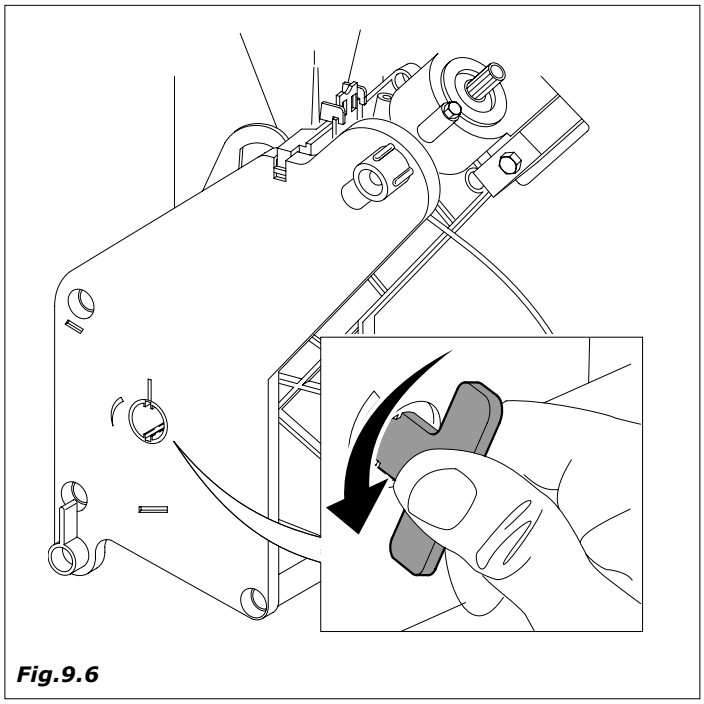

Fig.9.6
– limpar os residuos de pó de café do grupo, è possível extrair o grupo café para facilitar o trabalho (*Fig. 9.6*)